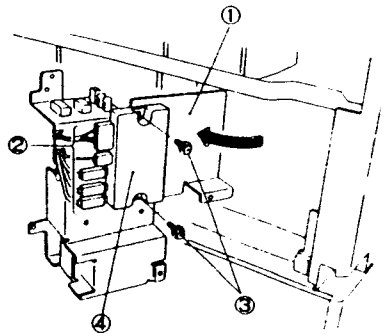

Рис. 3 NZM-0140
6. (Рис. 3): Снимите SSR.
①. Переверните шасси драйвера AC.
②. Отсоедините от SSR все разъемы.
③. Отверните винты (2).
④. Снимите SSR.